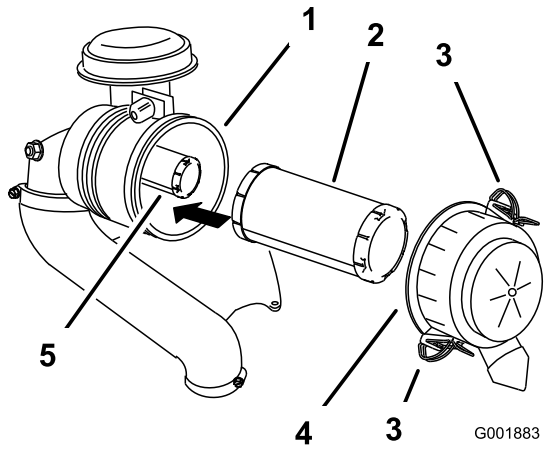

Bild 37
4. Lösen Sie die Riegel am Luftfilter und ziehen Sie die Luftfilterabdeckung vom Luftfiltergehäuse ab (Bild 37).
6. Schieben Sie den Hauptfilter vorsichtig aus dem Luftfiltergehäuse heraus (Bild 37).
2. Wenn Sie den inneren Filter austauschen, schieben Sie ihn vorsichtig in das Filtergehäuse (Bild 37).
3. Schieben Sie den Hauptfilter vorsichtig auf den inneren Filter (Bild 37).
4. Bringen Sie die Luftfilterabdeckung an und befestigen Sie die Riegel (Bild 37).